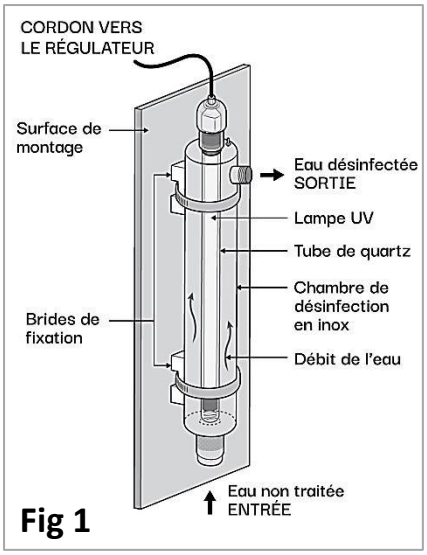

Fig 1
FONCTIONNEMENT DU SYSTÈME DE DÉSINFECTION AUX UV: Ce système de désinfection Rainfresh comporte une lampe UV basse pression placée dans un tube de quartz transparent, lui-même logé dans une chambre de désinfection en acier inoxydable. Lorsque l'eau non traitée traverse la chambre de désinfection, les micro-organismes (bactéries, virus, champignons, algues, etc.) sont exposés au rayonnement ultraviolet produit par la lampe UV. Ce rayonnement tue ou neutralise les micro-organismes, puis l'eau traitée sort de la chambre de désinfection prête à être consommée (voir Fig. 1).
- Pour assurer un rendement optimal, le système UV devrait être installé à la verticale, de façon que l'entrée d'eau soit en bas, et que la douille de la lampe et la sortie d'eau soient en haut (voir fig. 1). Le système peut être installé à l'horizontale, mais ne peut pas être vidangé totalement dans cette position. De plus, dans cette position le quartz du dôme est plus susceptible de se briser pendant l'entretien.